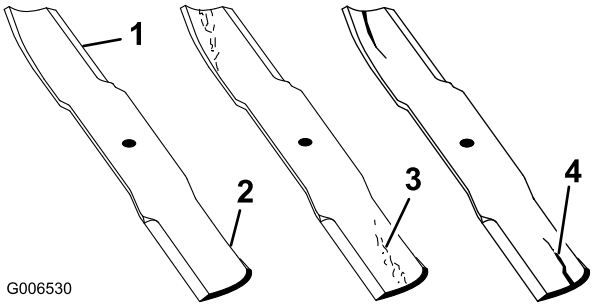

Figur 84
1. Undersøk kniveggene (Figur 84). Hvis kniven er sløv eller hvis det er hakk i den, må den tas av og kniveggen slipes. Se Slipe knivene.
2. Undersøk knivbladene, spesielt buen (Figur 84). Hvis du finner skader, slitasje eller ser at det begynner å dannes spor i denne delen av kniven (Figur 84), må den skiftes ut øyeblikkelig.